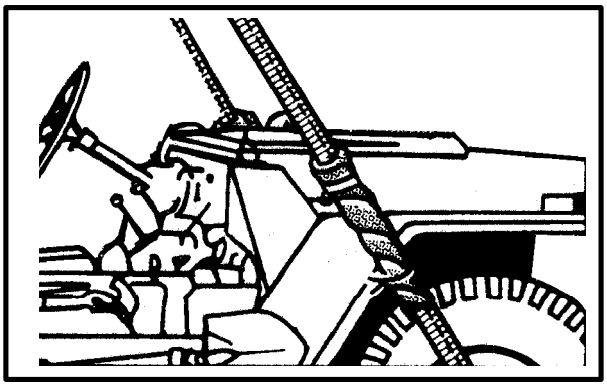

*Figure 6-38. Padding the Sling Leg*
**(6)** To prevent damage to slings during helicopter sling load operations, any sling connected next to or resting against an abrasive surface should be wrapped with padding or cushioning material (such as felt sheets or cellulose padding). Secure the padding to the sling with tape or nylon cord (Figure 6-38).